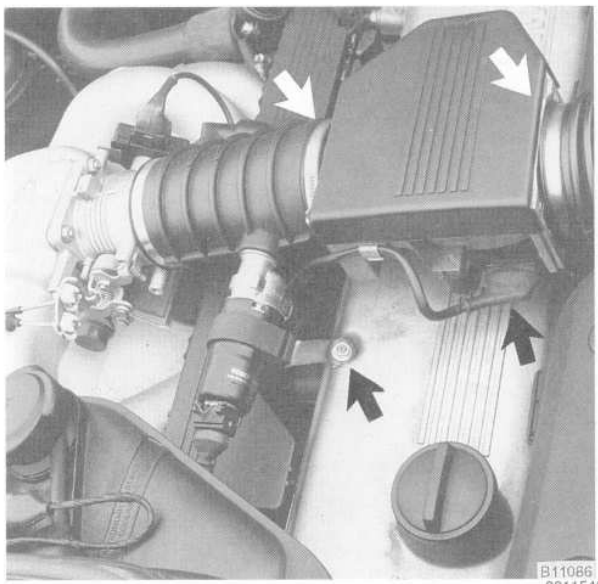

Fig. 4. Idle air stabilizer valve and bracket, air flow sensor connector, and hose clamps to be removed/disconnected (**arrows**).
1. Loosen the hose clamps for the intake air ducts. Disconnect the harness connector from the air flow sensor. Remove the idle air stabilizer bracket mounting nut and pull the valve out of the intake air boot. See Fig. 4.